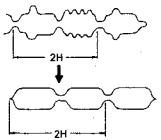

Fig. 7
(1) Mettre la sonde sur la PIN ⑮ de IC601 et la masse (atténuation sonde 10/1).
(2) Régler L604 pour que l'amplitude du signal chroma soit égale sur deux lignes consécutives (fig. 7).